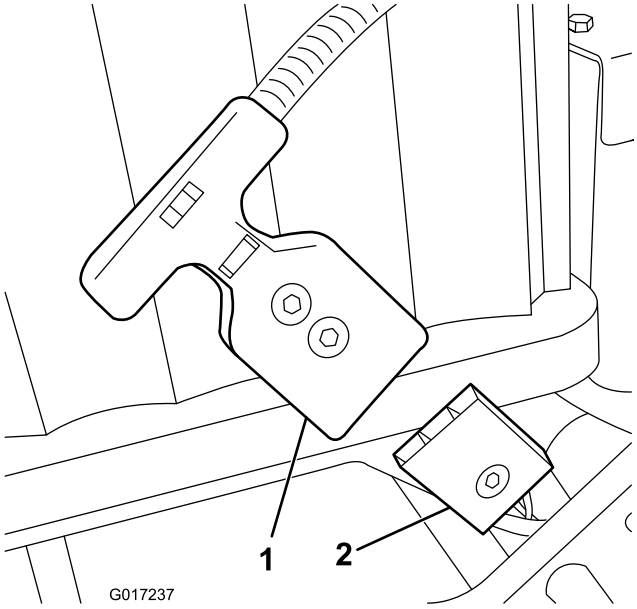

图14
6. 将 eFlex T 形手柄连接至电池组接头 (图14)